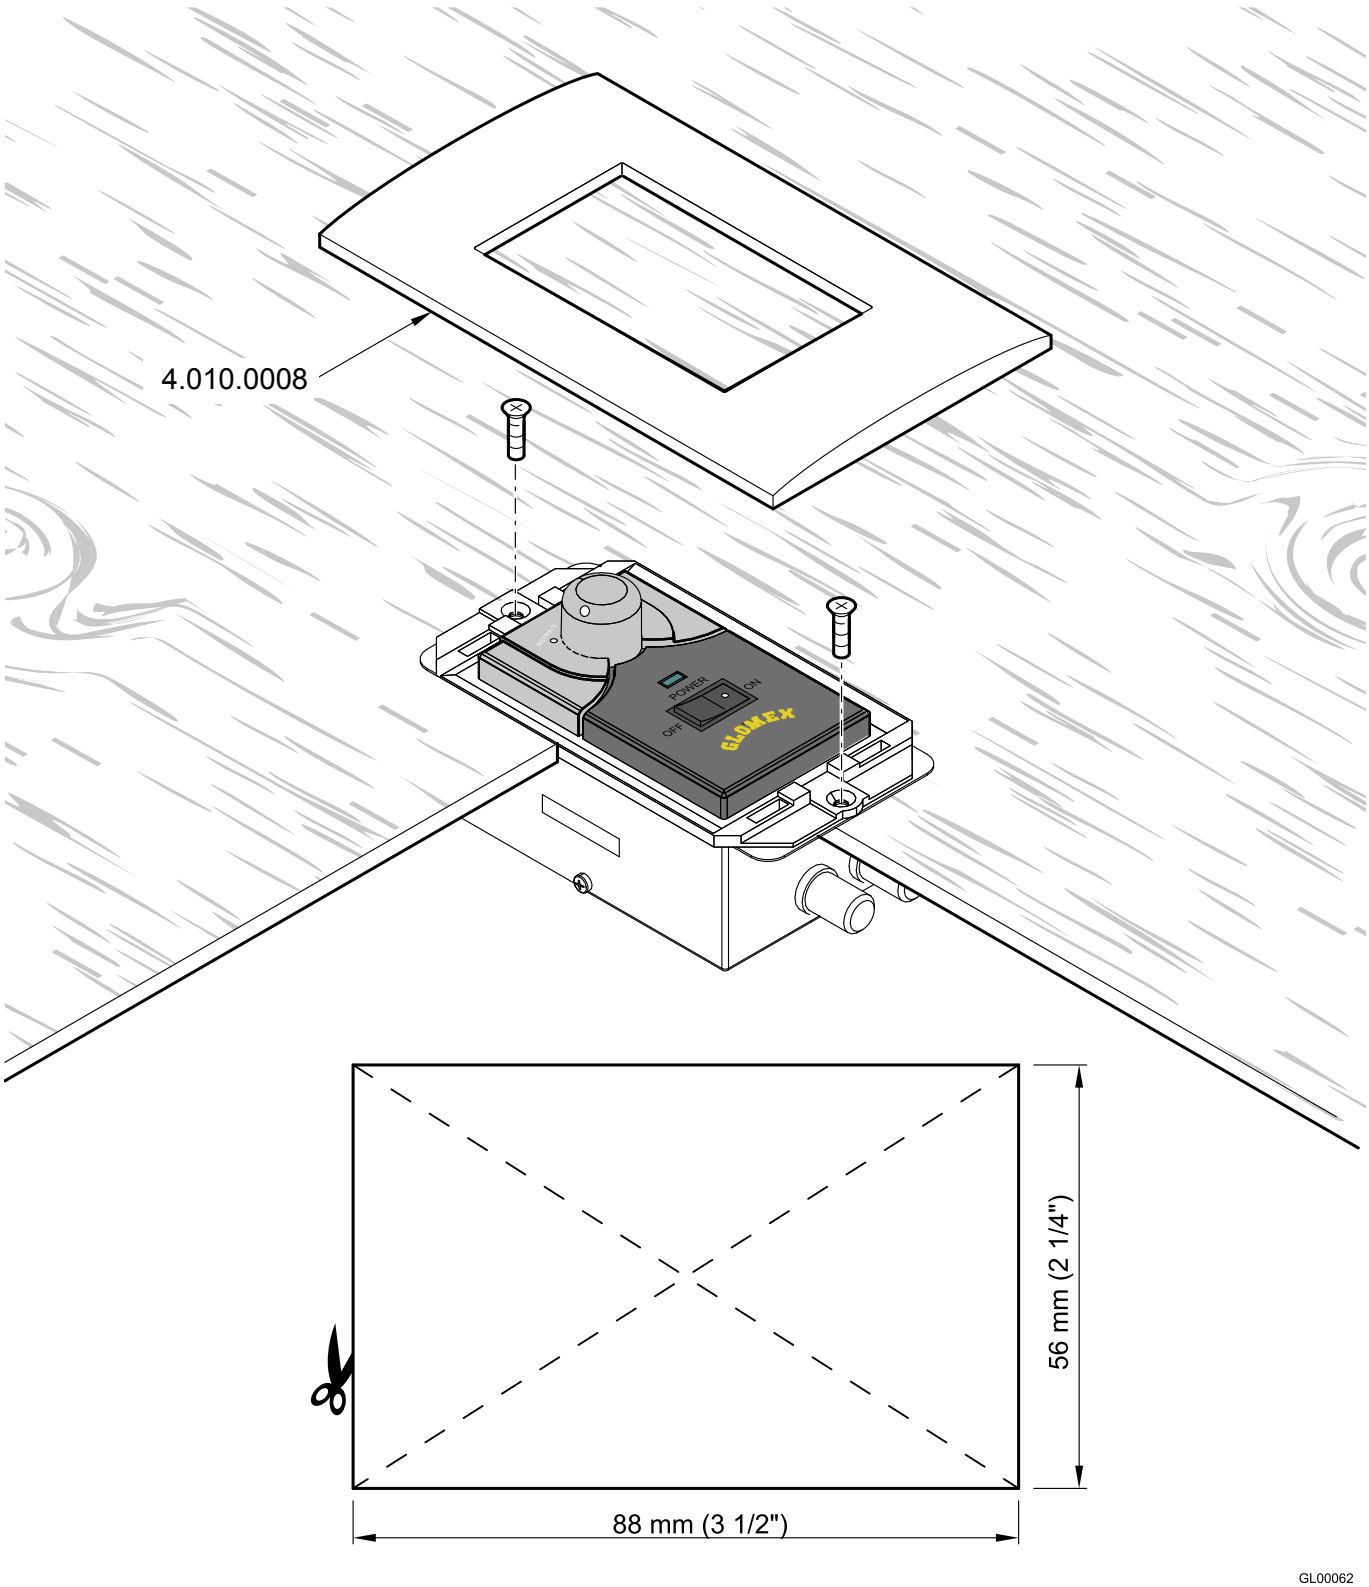

Fig. 17
4. Installare ad incasso l'unità di controllo utilizzando l'accessorio GLOMEX (codice 4.010.0008) praticando un foro con un seghetto alternativo e utilizzando il trapano con punta da 2,5 mm (utilizzare la dima di foratura di **Fig. 17** per le corrette dimensioni).